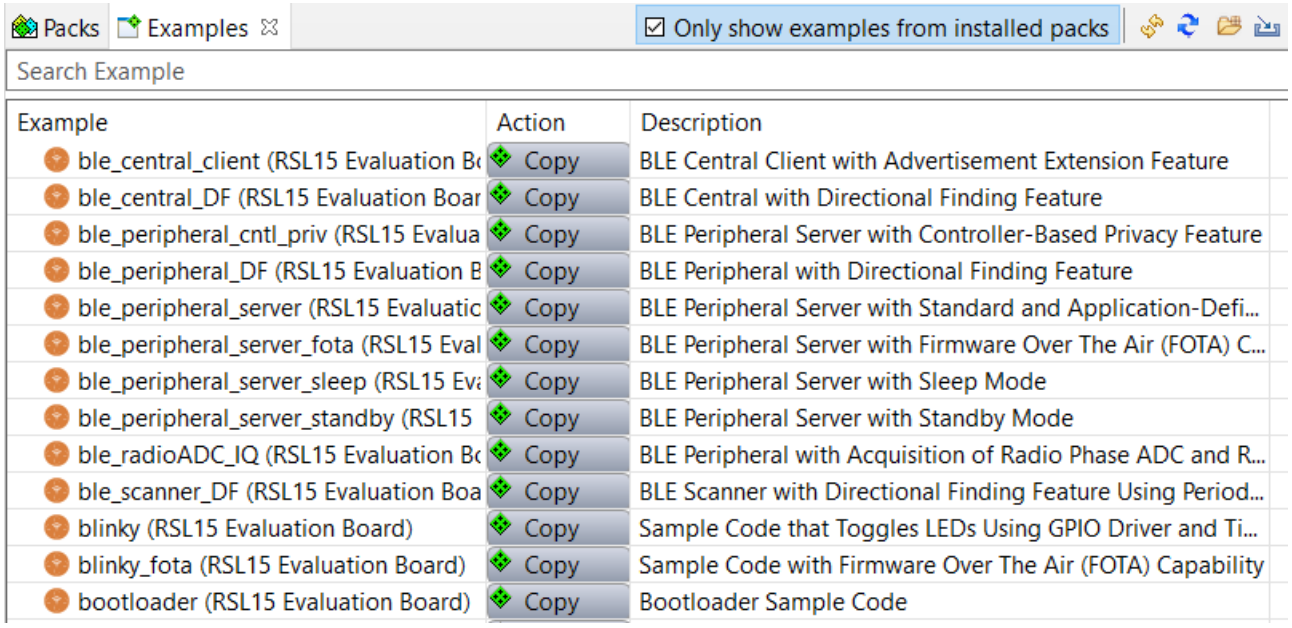

Figure 5. Importing the FOTA Sample Project
2. Find the *ble_peripheral_server_fota* example project and click the **Copy** button to import it into your workspace. (See the "Importing the FOTA Sample Project" figure (Figure 5).)